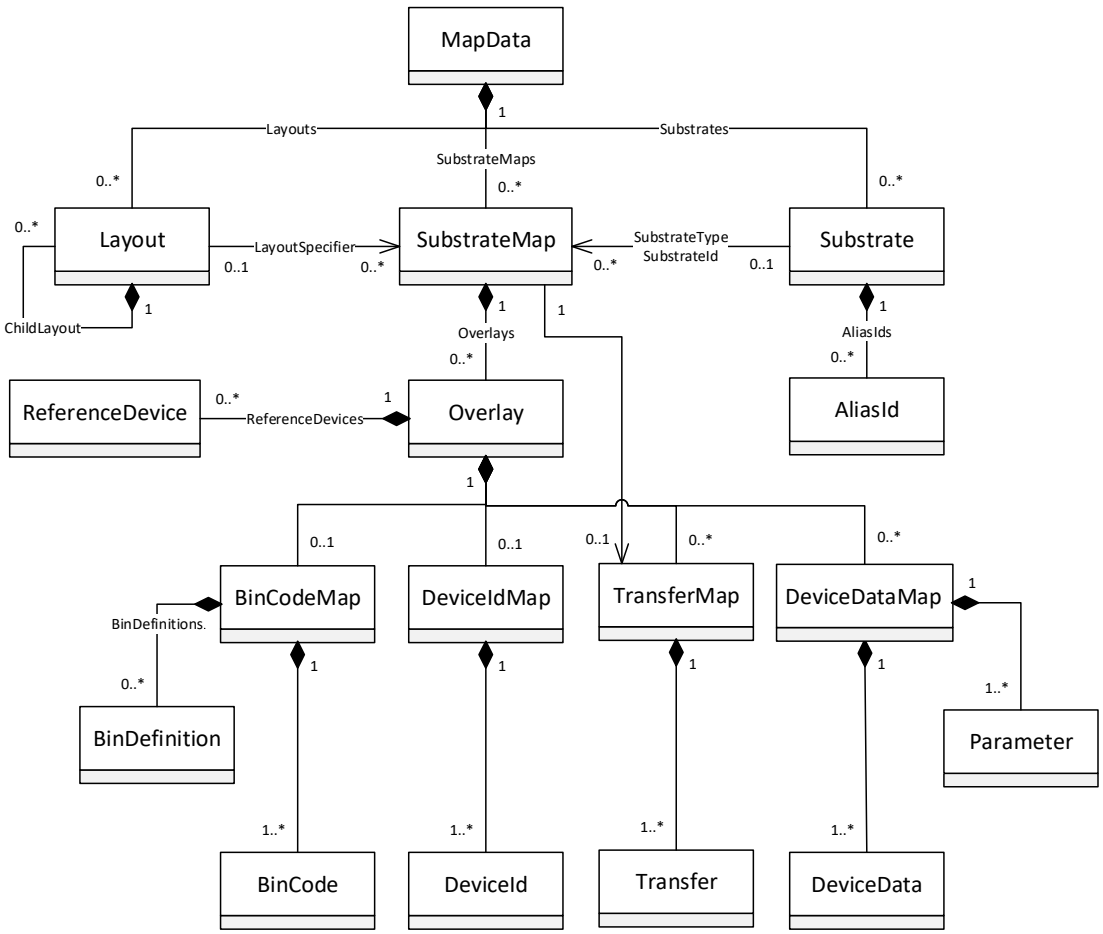

Figure 1
8.2 The data items are defined as attributes of the objects shown in Figure 1, Map Data Object Model.